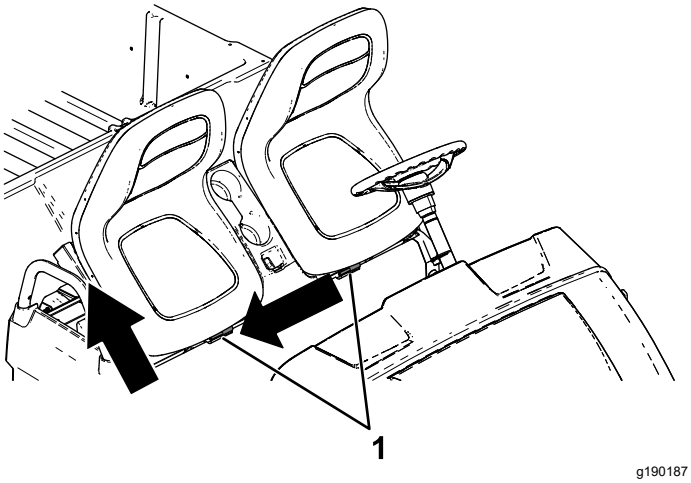

Bild 27
2. Schieben Sie den Sitz seitlich aus den Stiften heraus und heben Sie den Sitz hoch (Bild 27).